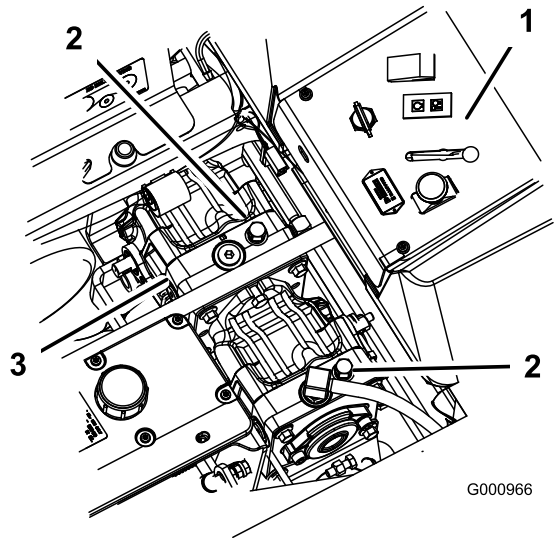

Figuur 27
2. Draai de omloopkleppen één slag naar links om de machine te duwen. Hierdoor kan de hydraulische vloeistof langs de pomp worden geleid zodat de wielen kunnen draaien (Figuur 27.
Draai de omloopkleppen een slag naar rechts om de machine in bedrijf te stellen (Figuur 27).